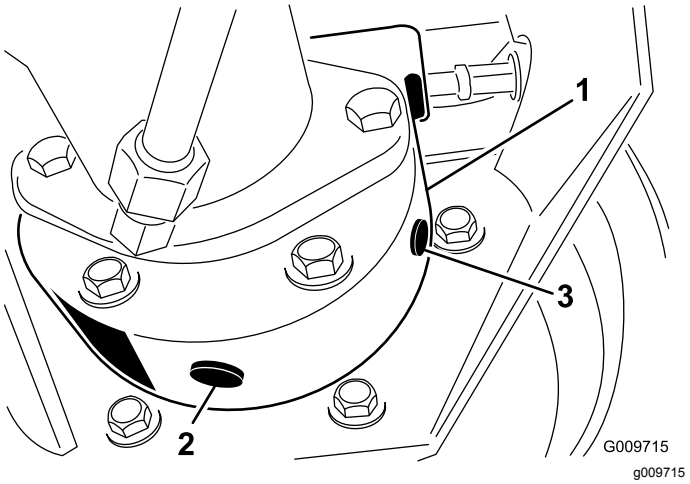

Rysunek 45
3. Umieść kolejną miskę drenażową pod obudową hamulca po drugiej stronie koła (Rysunek 45).